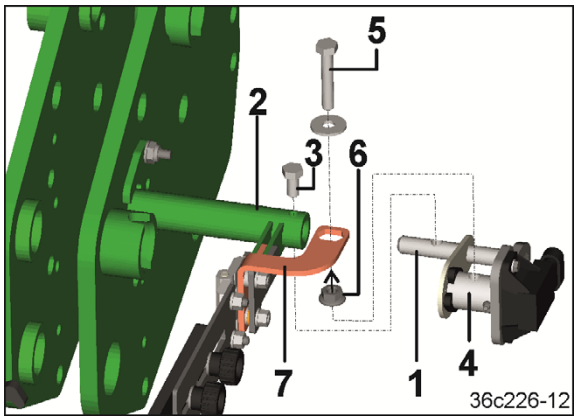

Fig. 99
7. Die Drehmomentstütze (Fig. 99/1) in die Aufnahme (Fig. 99/2) stecken und mit einer Skt.-Schraube (Fig. 99/3) festklemmen.
8. Das Potentiometer (Fig. 99/4) mit einer Skt.-Schraube (Fig. 99/5) und Skt.-Mutter (Fig. 99/6) mit dem Ausleger (Fig. 99/7) verbinden.